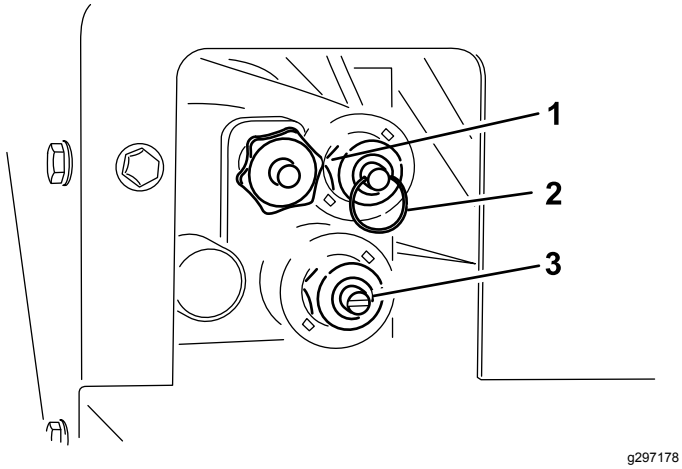

**Rysunek 25**
Sterowanie ręczne znajduje się po stronie kierowcy układu hydraulicznego (Rysunek 25).
- Aby wyregulować prędkość podłogi (Rysunek 25), obróć pokrętło w prawo. W systemie obsługi kodowanym kolorami stosowana jest maksymalna prędkość podłogi, więc regulacja ta jest możliwa przy braku przepływu hydraulicznego. Jest to bardzo przydatne, gdy kosz samowyładowczy jest pełen piasku.
- W celu uniesienia kosza (Rysunek 25) popchnij pierścień na trzpieniu zaworu.
- W celu opuszczenia kosza (Rysunek 25) pociągnij za pierścień na trzpieniu zaworu.
- Aby wyregulować prędkość rozrzutnika (Rysunek 25), użyj wkrętaka płaskiego, obracając go w prawo, aby ją zwiększyć, lub w lewo, aby ją zmniejszyć.